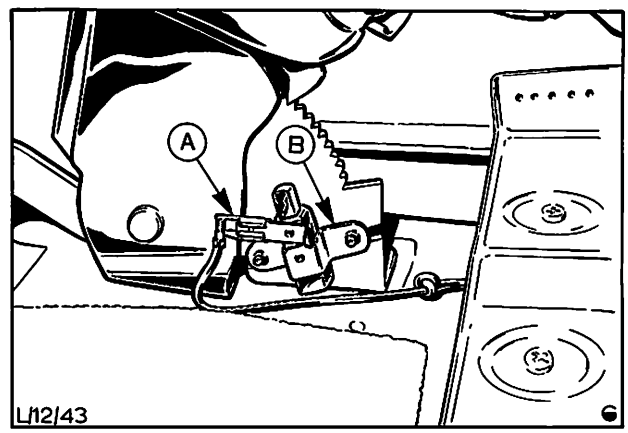

Abb. 71 A = Anschluß
7. Handbremshebel am Gelenkwellentunnel ansetzen und befestigen. Falls vorhanden, Anschluß für Handbremswarnleuchte anschließen, Abb. 71.